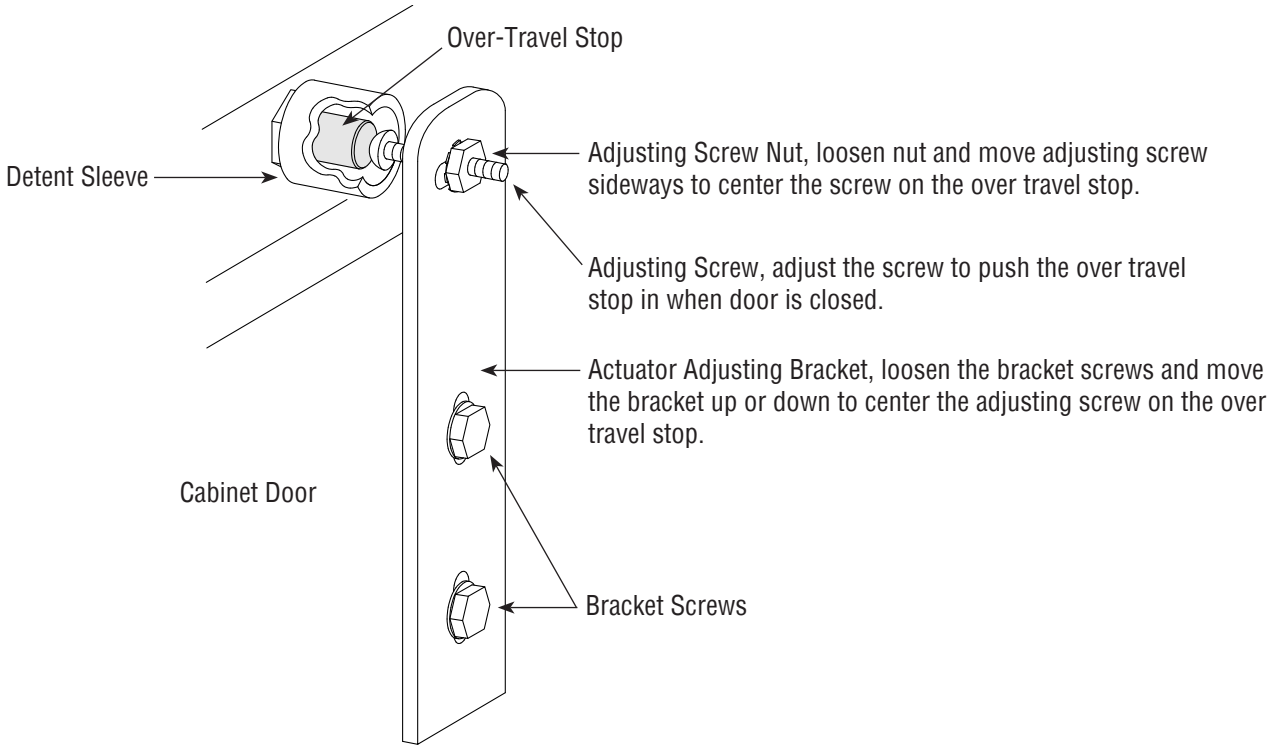

FIGURE 6
4.4 | Door Interlocks – Figure 6
6.5.4 | Peel a short section of adhesive backing from the 5/16”-thick strip gasket and adhere the gasket to the center of the top edge of the window opening, as shown in Figure 6. Peel additional backing as needed and work the strip around the radius of each corner, pressing it firmly to bond. Trim the gasket to fit and compress the ends to seal.